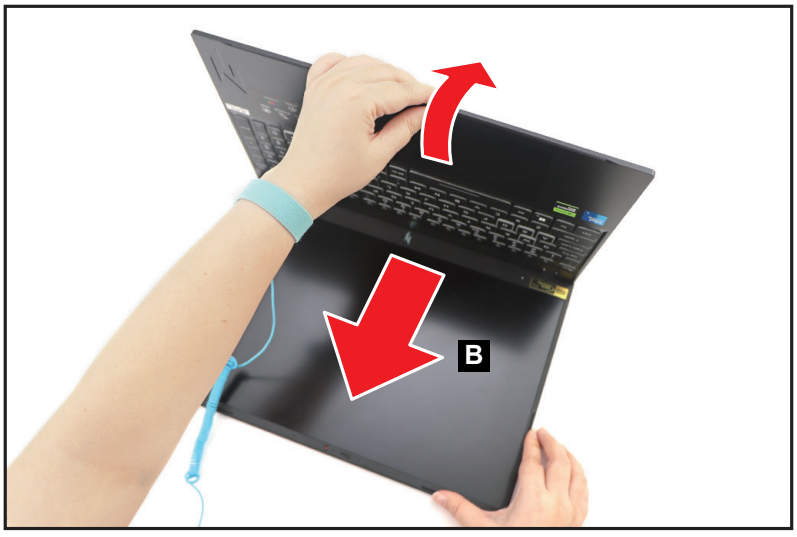

Figure 1-32. LCD Module Removal
5. Open the top assembly again. Then remove the LCD module (B) away from the top assembly (Figure 1-32).